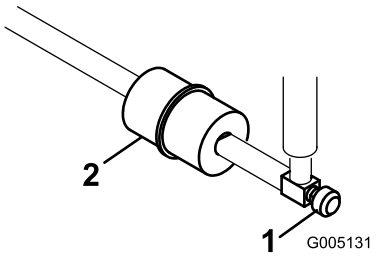

**Figuur 45**
Er bevindt zich een leidingfilter in de brandstofleiding tussen de brandstoftank en de carburateur (Figuur 45). Let erop dat het peil op het filter van de brandstoftank af wijst.
1. Sluit de brandstofafsluitklep, maak de slangklem op het filter aan de kant van de carburateur los en verwijder de brandstofslang van het filter (Figuur 45).
2. Plaats een opvangbak onder het filter, maak de andere slangklem los en verwijder het filter (Figuur 45).